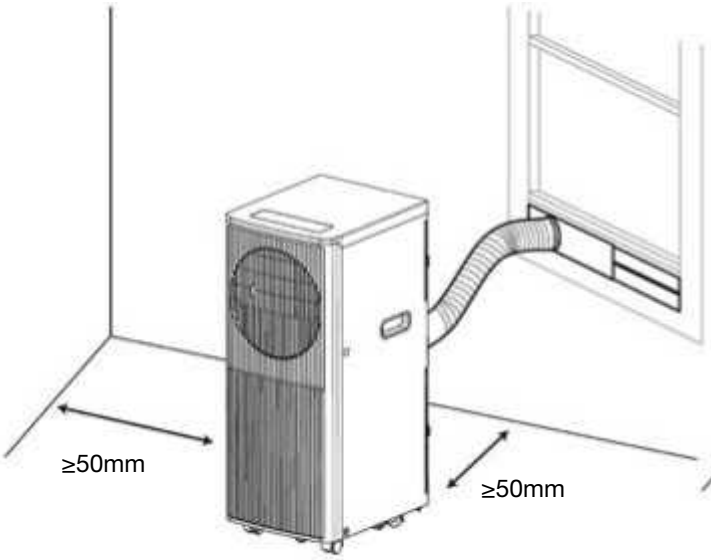

Fig. 2
2) Comme indiqué sur les figures 2 et 3, installez le tuyau d'évacuation et réglez bien la position de la fenêtre.